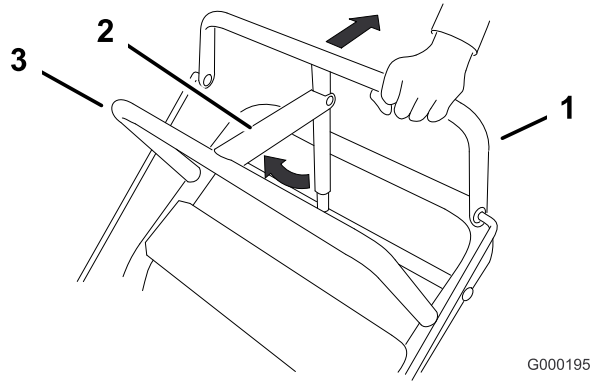

Figura 7
1. Tire de la barra de control superior hacia atrás y manténgala en esta posición (Figura 7).
2. Levante el bloqueo del freno de estacionamiento y suelte poco a poco la barra de control superior. El bloqueo del freno debe permanecer en posición puesto (bloqueado) (Figura 7).